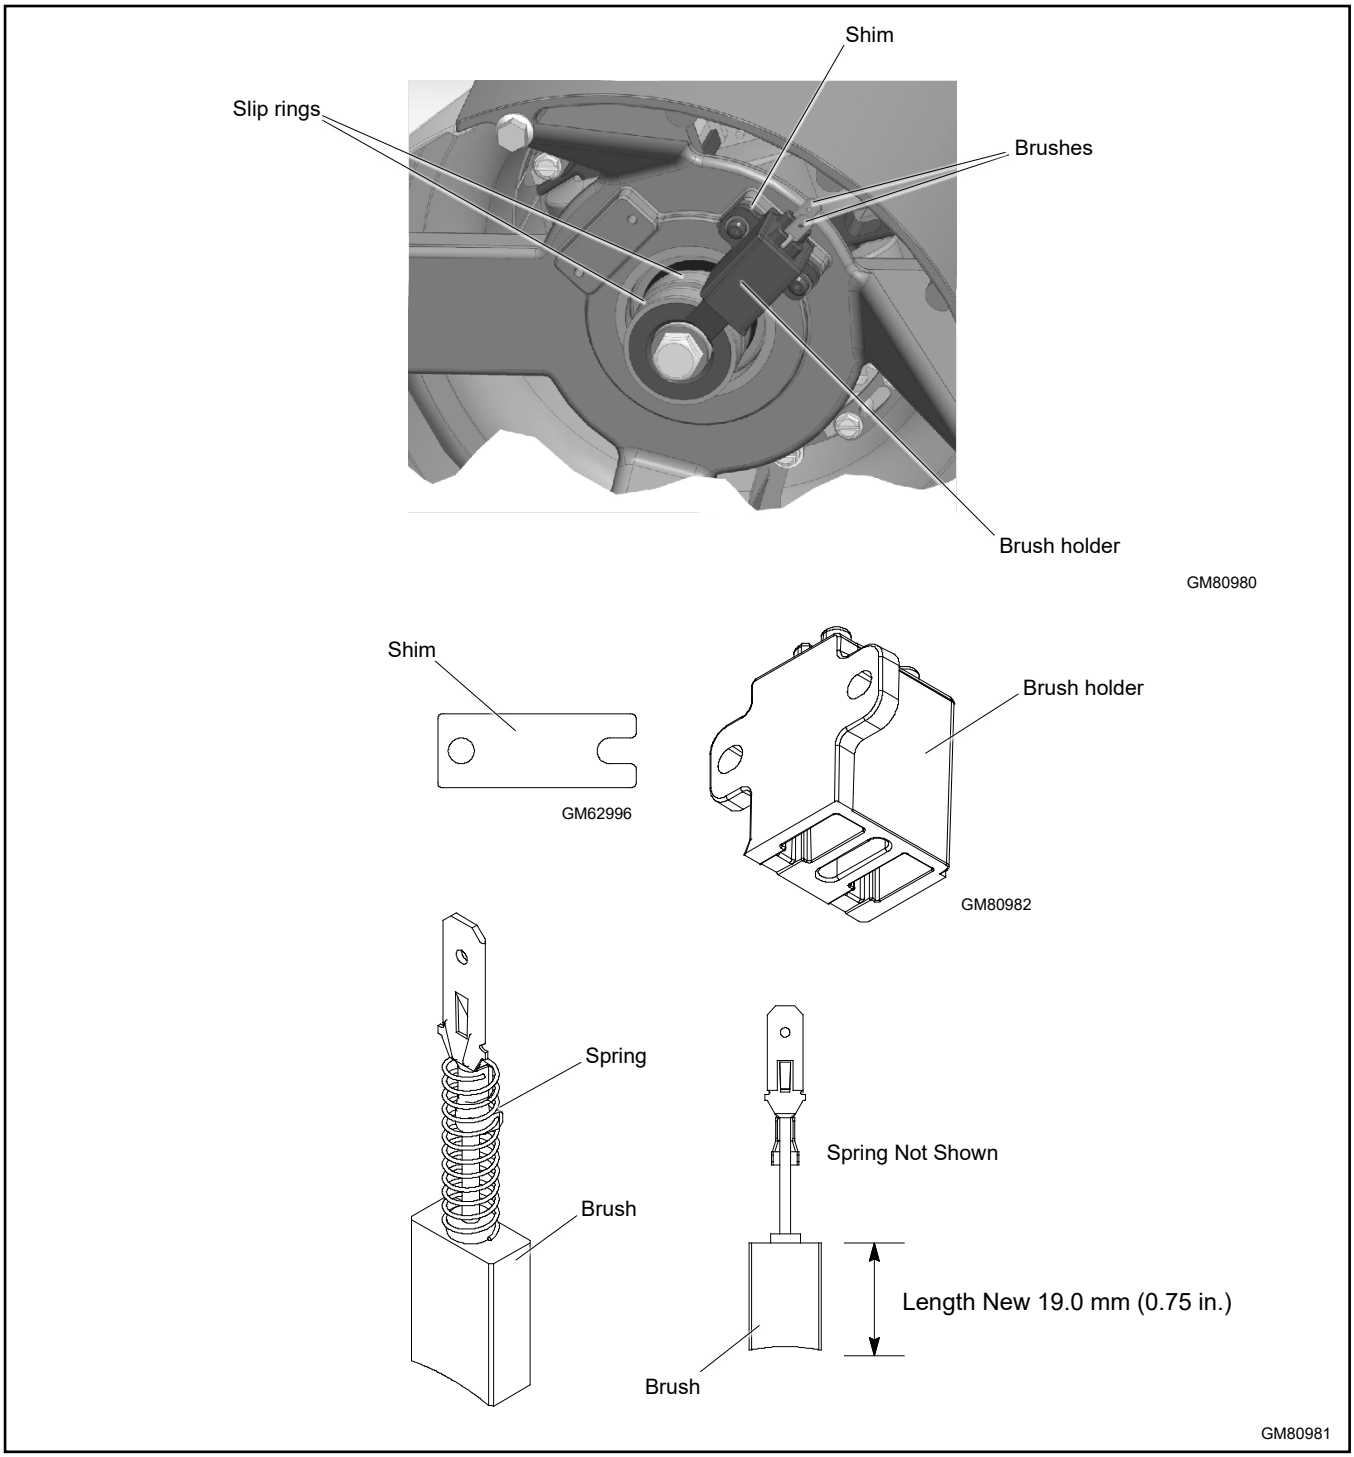

Figure 138 Brush Assembly
c. Verify that the brushes are centered on the slip rings. If required, insert spacers between the mounting surface and brush holder to center the brushes on the slip rings. See Figure 138. See the Brushes section for more information.